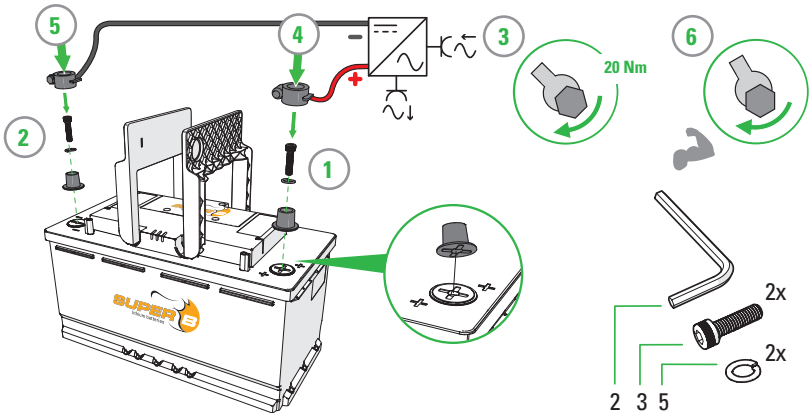

Figure 4. Connexion des câbles d'alimentation avec bornes de type automobile.
1. Connecter la charge ou le chargeur à la borne X2 (+) de la batterie Li-ion (figure 4).
2. Connecter ensuite la charge ou le chargeur à la borne X1 (-) de la batterie Li-ion (figure 4).